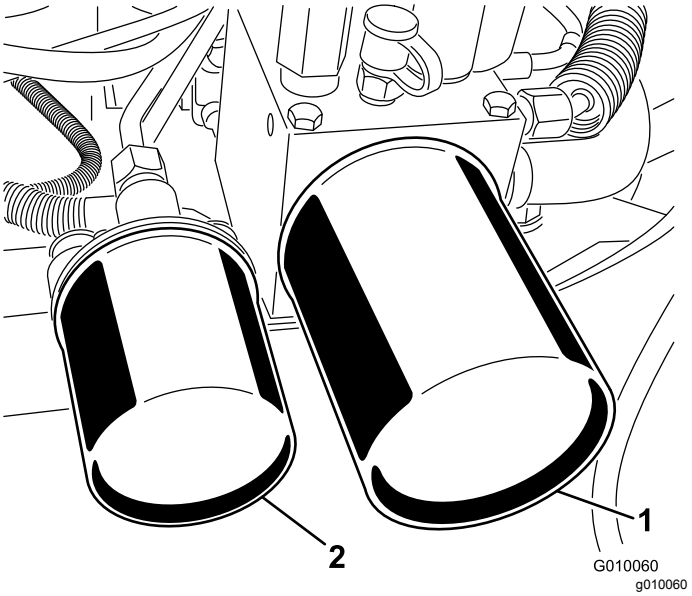

Rysunek 60
2. Ustaw miskę drenażową pod filtrami, usuń stare filtry i oczyść powierzchnię uszczelki adaptera filtra (Rysunek 60).